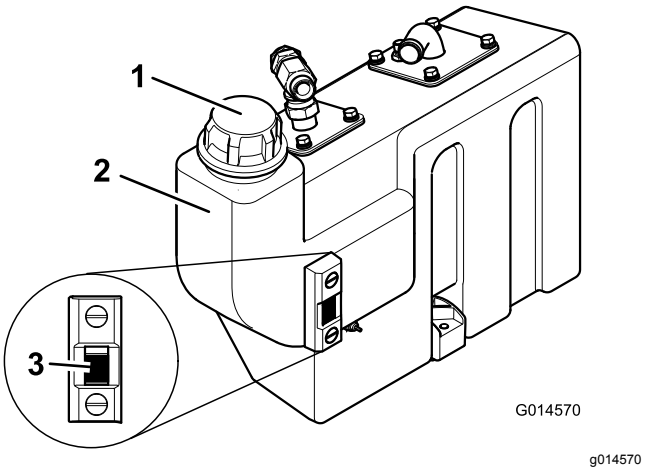

Figur 55
3. Gör rent omkring påfyllningsröret och hydraultanklocket (Figur 55) och ta bort locket om mer hydraulolja behövs.